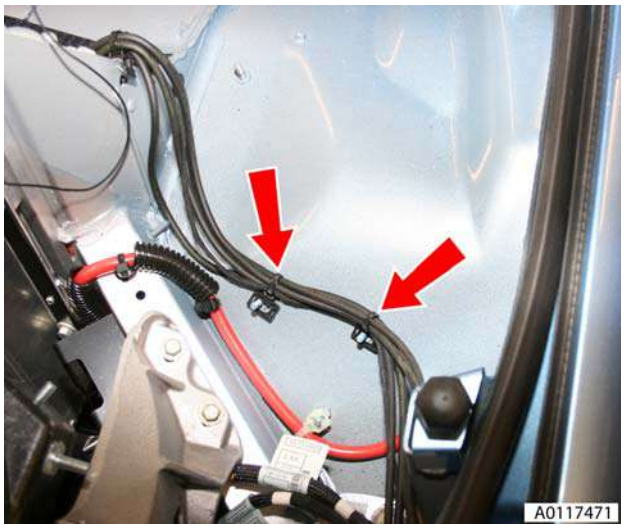

Figure 3
9. Remove harness/pipe retaining clips (x2) (LH) (see Figure 3).